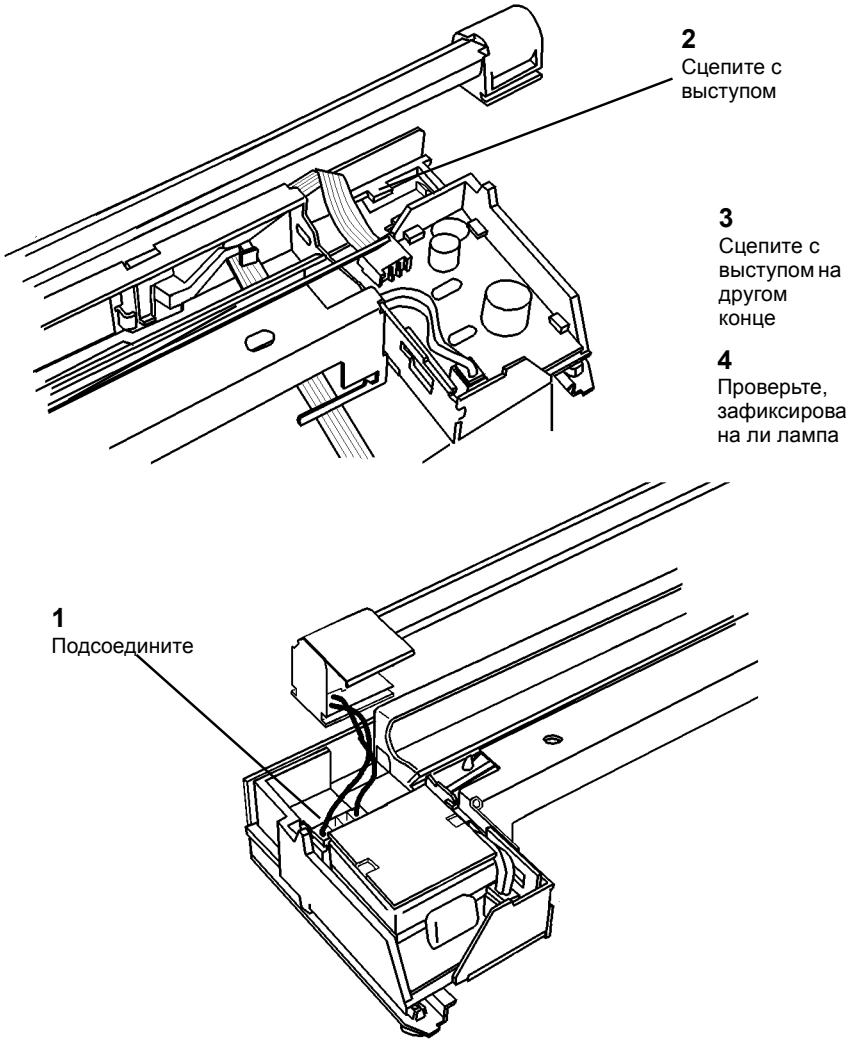

Рисунок 5 Установка лаипы
1. Установите лампу (Рисунок 5).